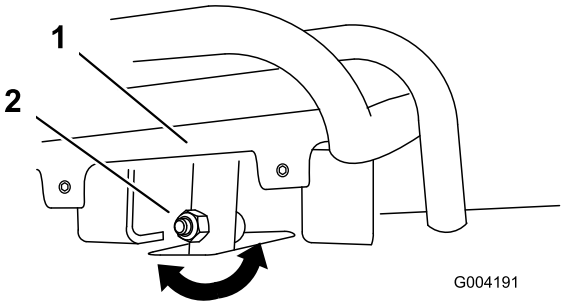
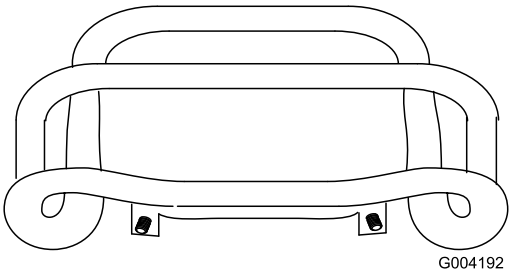

Rysunek 52
Rysunek 53
4. Jeżeli przód dźwigni sterowania zespołem jezdnym nie jest ustawiony prostopadle i w jednej płaszczyźnie z drążkiem wzorcowym, poluzuj nakrętkę i śrubę kołnierzową na trzonie dźwigni sterowania zespołem jezdnym (Rysunek 52).
5. Wyreguluj dźwignię sterowania zespołem jezdnym, aby była ustawiona w tej samej płaszczyźnie z drążkiem wzorcowym, w momencie gdy zostanie przesunięta prosto do tyłu (Rysunek 52 i Rysunek 53).